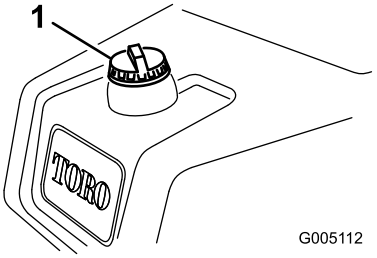

**Figur 23**
1. Gör rent omkring tanklocket (Figur 23).